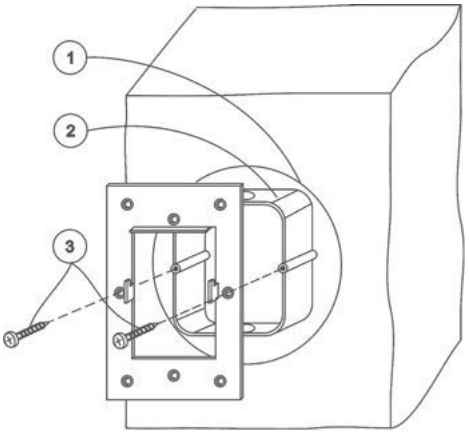

Рис.11
- В подготовленное место установить монтажную коробку (из комплекта изделия). Коробку зафиксировать на стене саморезами через отверстия в дне коробки при помощи дюбелей, либо с помощью раствора (гипсовая, песчано-цементная смесь и пр.) (см. рис.11).
- На установленную монтажную коробку саморезами (в комплекте) закрепить монтажную металлическую рамку (из комплекта изделия). Выступы, находящиеся в центральной части рамки, фиксирующие панель управления на стене должны быть ориентированы на себя, зубцами вверх. (см. рис.11).
- Выбрать удобное место установки панели на поверхности. Разметить место установки при помощи шаблона из комплекта (см. рис.11).
- Подобрать подходящий инструмент для обработки материала поверхности, на которую будет установлена панель (пользуйтесь шаблоном для установки). Инструментом выбрать прямоугольное отверстие в материале (размер см. рис.11).